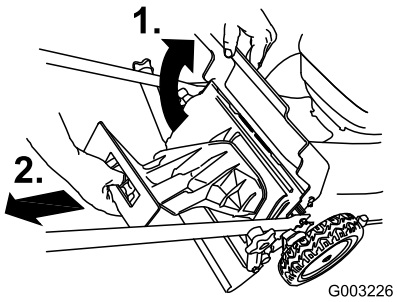

Figur 24
1. Løft bagpladen, og hold den oppe (Figur 24).
2. Fjern bagudblæsningsdækslet (Figur 24).